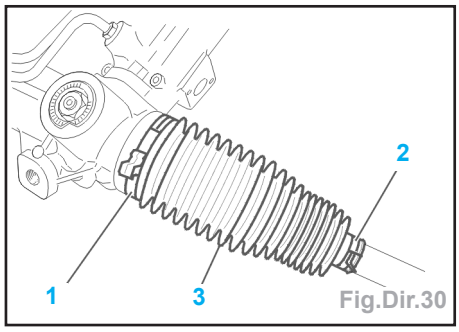

Fig.Dir.30
- Déposer : les colliers (1), (2) (Fig.Dir.30).